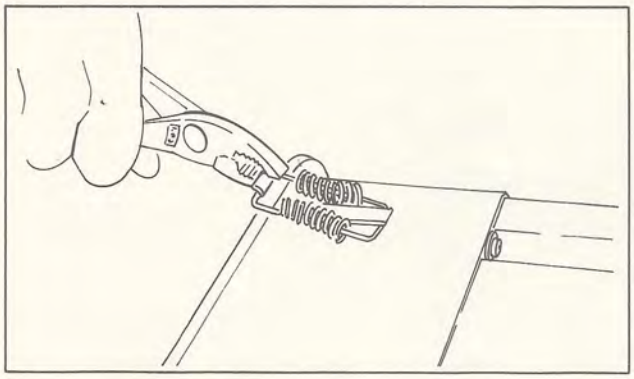

Fig. 2-26
(2) Remove the two springs, and remove silencers 1 and 2 as an assembly from the silencer plate. (Fig. 2-26)